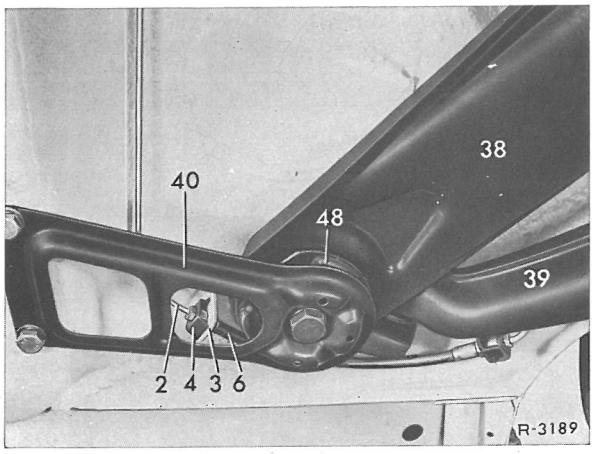

Fig. 35-8/2
1 Bagbroen understøttes. Støttekonsol (40) afmonteres, og bremseslange (6) løsnes på holderen (3)(fig. 35-8/2).